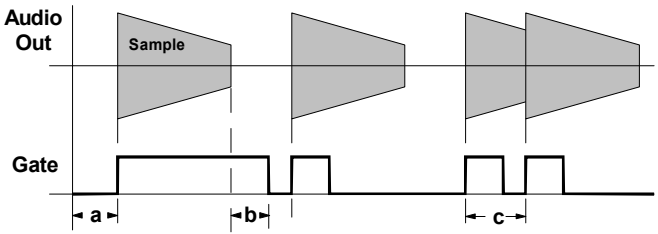
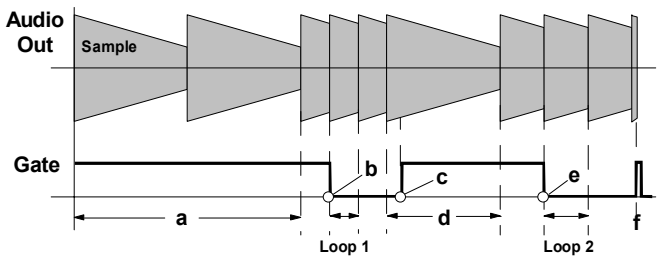

Abb. 1: normaler Wiedergabe-Modus
Abb. 2: Loop-Wiedergabe-Modus
Die Ablaufsteuerung wartet auf Gate = high; LED ③ ist aus (s. Abb. 1 - a).
Bei Erreichen der maximalen Adresse wartet die Ablaufsteuerung auf einen low-Pegel am Gate-Eingang, damit ein versehentliches Mehrfach- bzw. Dauertriggern vermieden wird (s. Abb. 1 - b). Für dererlei Effekte existiert der Loop-Wiedergabe-Modus (s.u.).
☞ Der normale Wiedergabe-Modus verfügt über eine **Retrigger-Funktion**: wird während der Wiedergabe Gate = low gesetzt, so startet die Wiedergabe erneut bei einem low/high-Übergang (s. Abb. 1 - c).
Falls Gate = high gilt, wird das in der angewählten Speicherbank befindliche Sample wiederholt von Adresse 0 bis 65 535 am Audio-Ausgang ausgegeben (s. Abb. 2 - a); LED ③ leuchtet.
Sobald Gate = low gilt , wird an der aktuellen Adresse ein **Loop-Ende** gesetzt (s. Abb. 2 b). Die Wiedergabe startet erneut an Adresse 0 und läuft dann wiederholt bis zum Loop-Ende ab, solange Gate = low gilt (Loop 1 in Abb. 2).
Falls Gate = high wird (s. Abb. 1 - c), erfolgt die Wiedergabe erneut bis zur maximalen Adresse, d.h. Loop-Ende = maximale Adresse (s. Abb. 2 - d). Falls wieder Gate = low gilt (s. Abb. 2 - e), wird ein neuer Loop definiert (Loop 2 in Abb. 1).
Ein kurzer **Trigger-Impuls** (max. 100 ms) führt zum **Abbruch** des Loop-Wiedergabe-Modus (s. Abb. 2 -f).